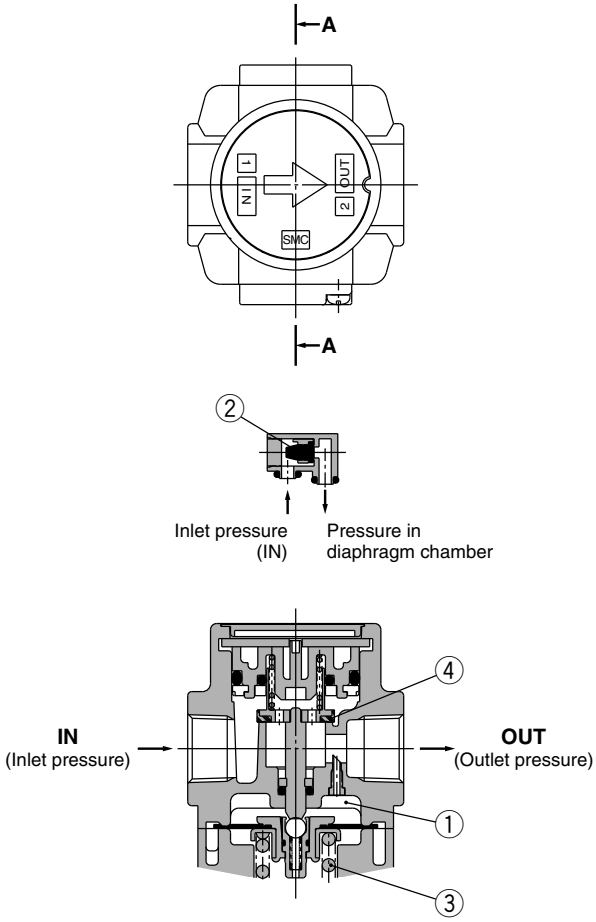

Figure 1 Normal
When the inlet pressure is higher than the regulating pressure, check valve ② closes and operates as a normal regulator (Figure 1).